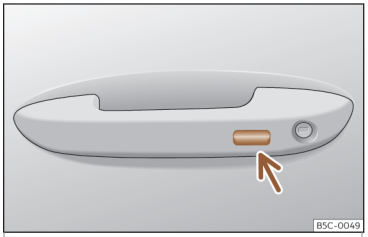

Abb. 90 Türgriff: Sensorfläche.
- **ODER** mit dem Keyless Access-System (nur Schließen): Finger einige Sekunden auf der Sensorfläche zum Verriegeln››› **Abb. 90** (Pfeil) im Türgriff halten, um die Fenster und das Schiebedach zu schließen. Wenn Sie die Sensorfläche nicht mehr berühren, wird die Schließfunktion unterbrochen.
- Halten Sie einige Sekunden lang einen Finger über die Verriegelungssensorfläche ››› **Abb. 90** (Pfeil) am Türgriff, damit das Dach geschlossen wird. Wenn Sie die Sensorfläche nicht mehr berühren, wird die Schließfunktion unterbrochen.